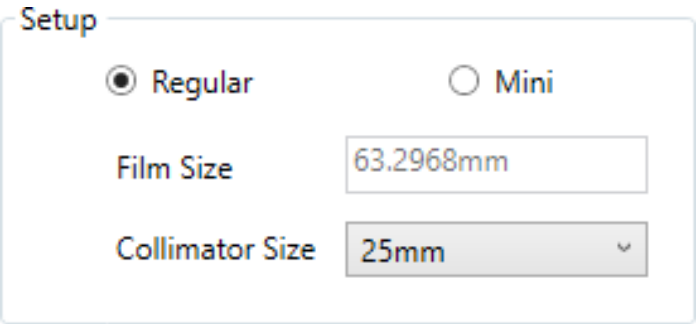

Figure 7-7 Configuration de la taille de la bille-boule.
4. Sélectionnez la taille de la bille-cube (voir Figure 7-7).